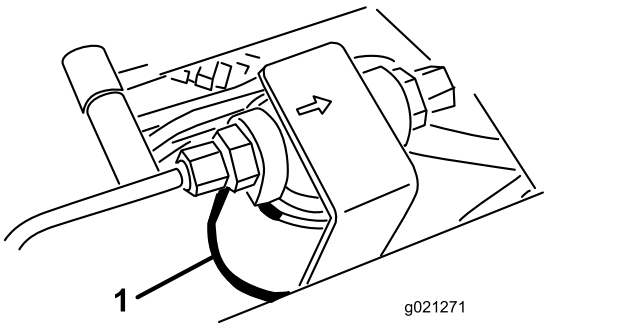
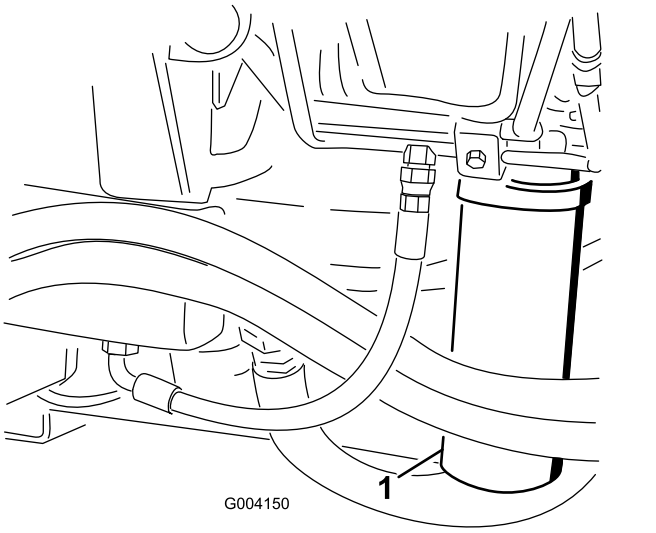

Figuur 104
Figuur 105
2. Reinig de omgeving van de plaats waar het filter wordt gemonteerd, en plaats een opvangbak onder het filter (Figuur 104) en (Figuur 105).